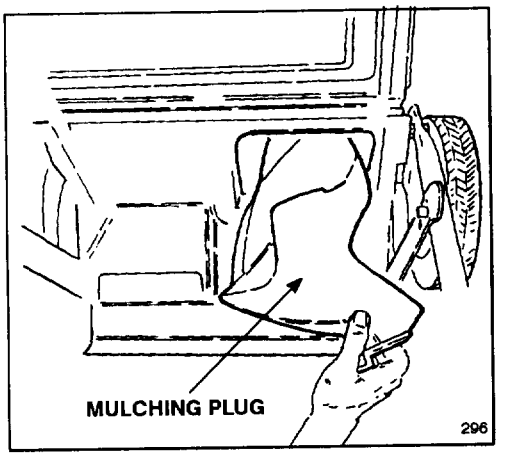

Figure 28
4. Mulching Plug Kit, Model No. 59181—Includes mulching plug (Fig. 28), mulching blade, blade stiffener and anti–scalp cup. Converts rear bagging mower into a mulching mower.